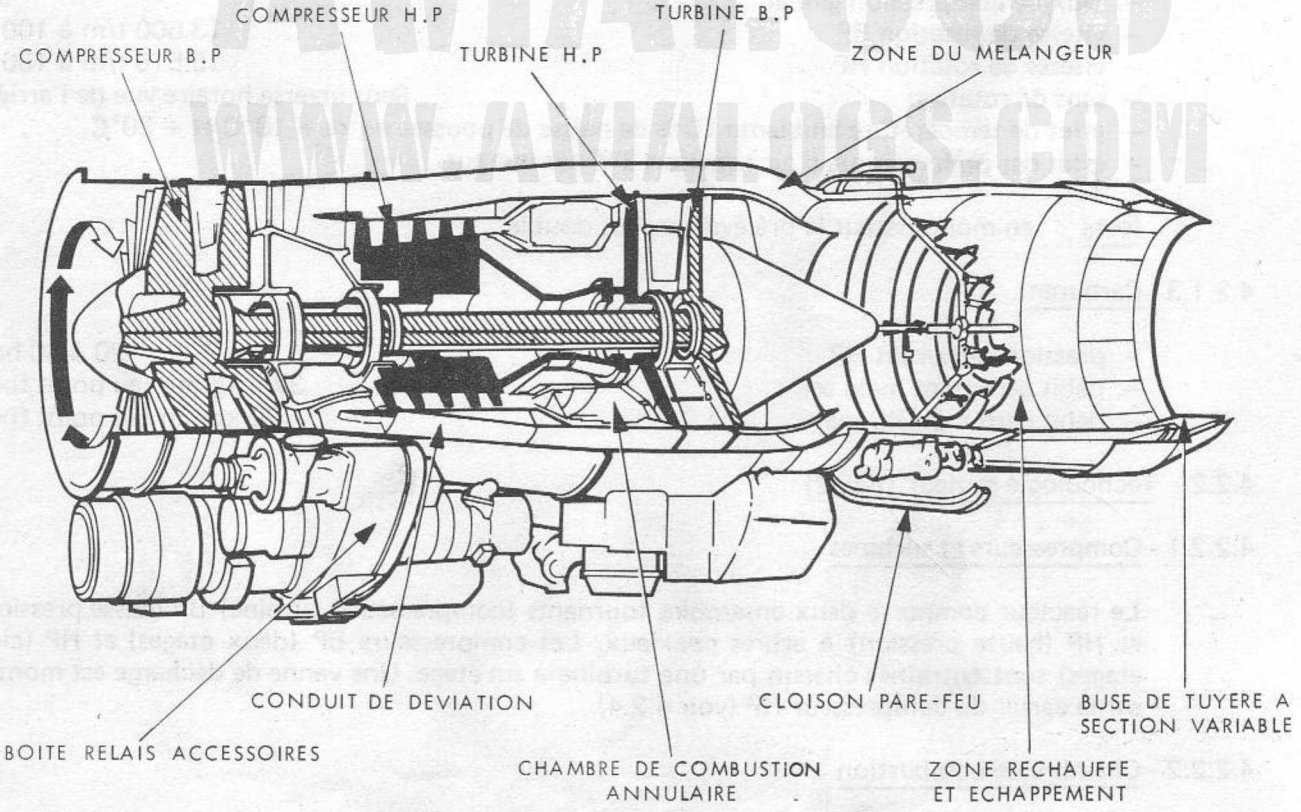

FIGURE 2 - ELEMENTS PRINCIPAUX DU MOTEUR
4.2.2 - Technologie moteur (Fig. 2)